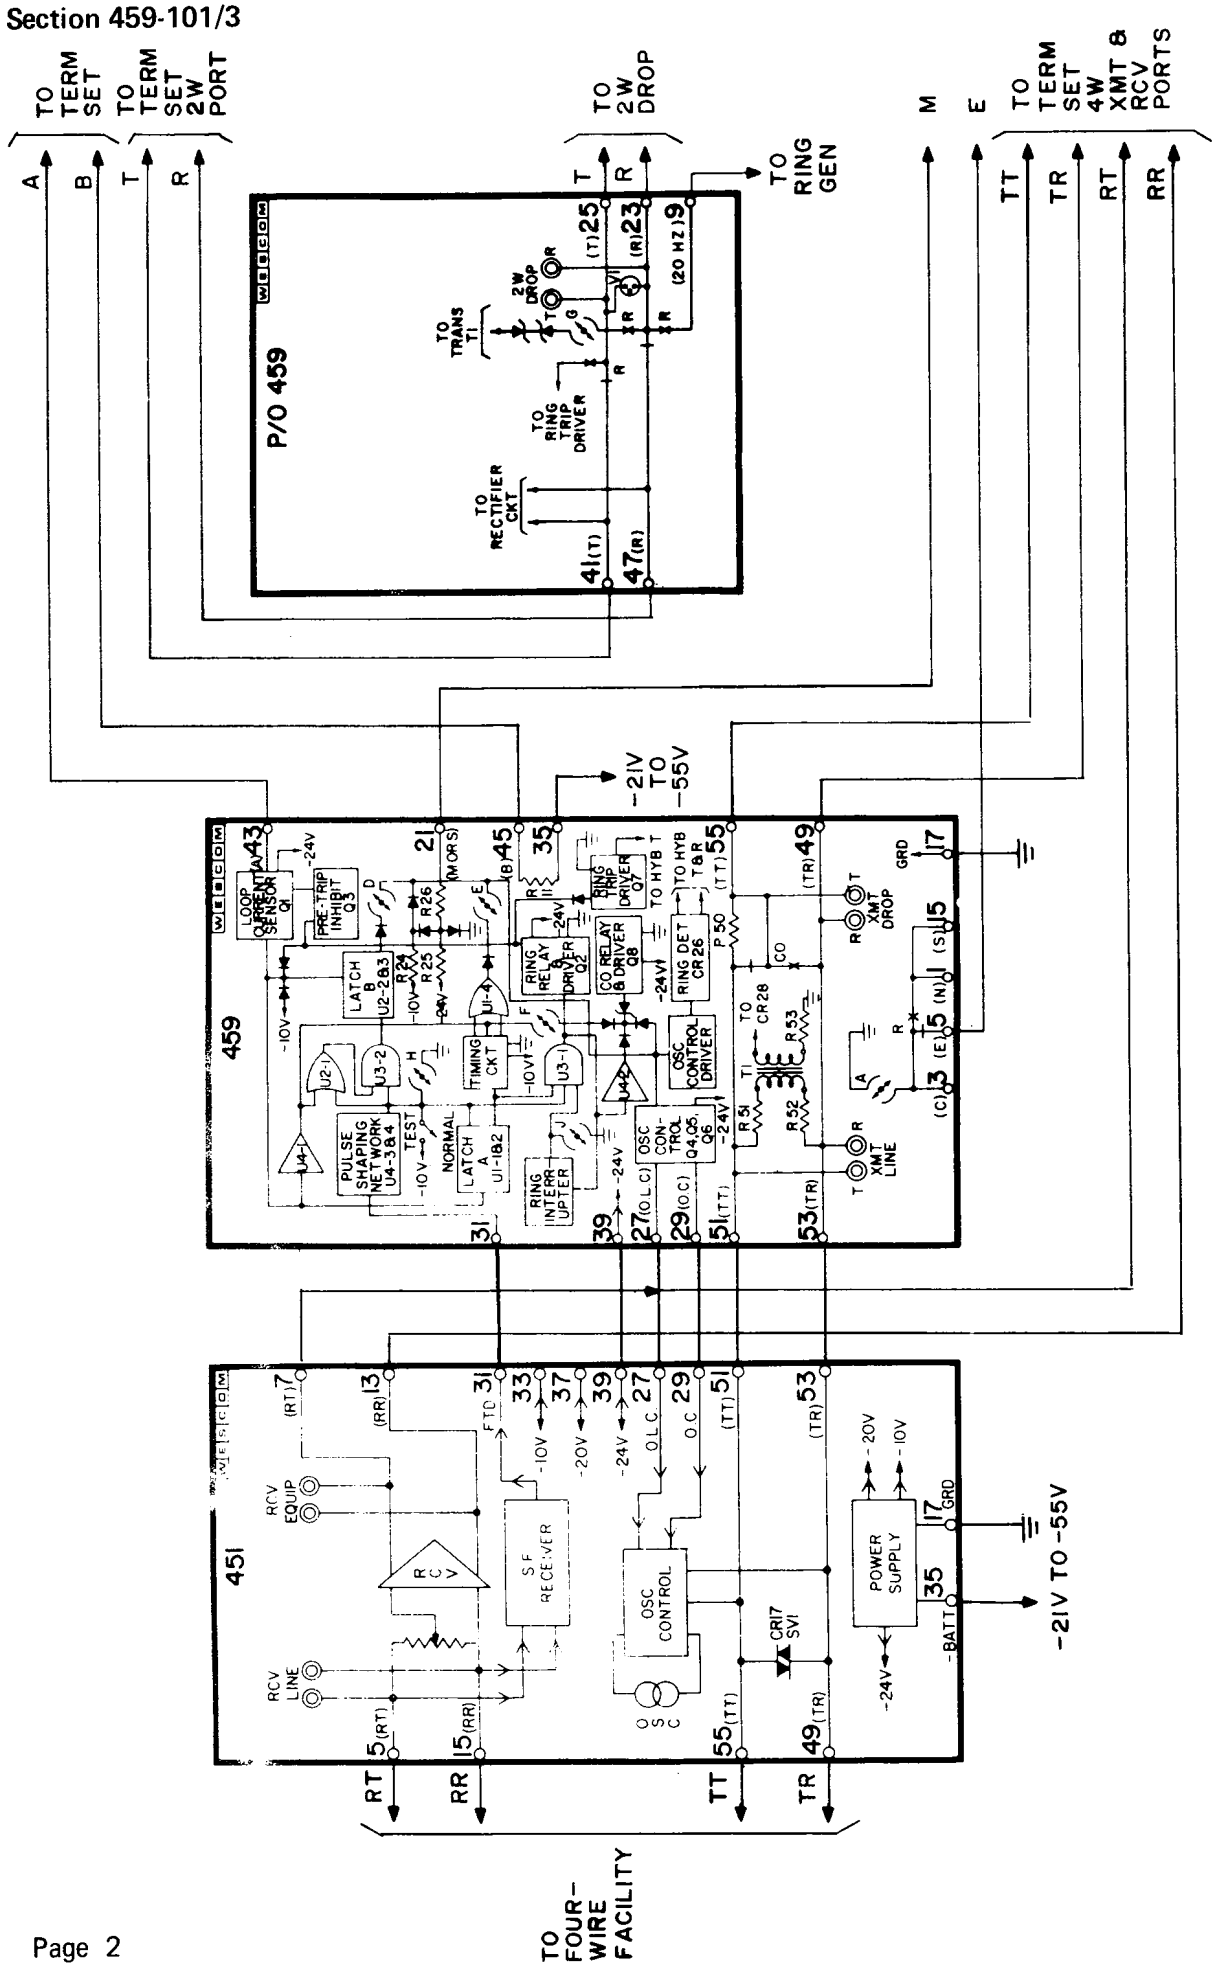

Figure 2. 459 System Functional Schematic Diagram
2.01 Refer to Figures 2, 3, and 4 while reading the following circuit description.
2.02 The 459 is used in conjunction with the 451 Common Module to provide SF signaling over a 4-wire facility. The two modules are interconnected (as shown in Figure 2) to enable the 451 to function as the receiver and oscillator supply and to provide the control logic and transmit path. Four modes of operation are possible, depending upon the conditioning of the screw-down options. These four modes are ARD-WES, ARD-2 SEC, SWBD, and MANUAL. In the ARD-WES, ARD-2 SEC, and MANUAL modes, the 459 provides battery-feed to the 2-wire station equipment. The ARD-WES mode is unique and is only applicable for a two-point private-line circuit.